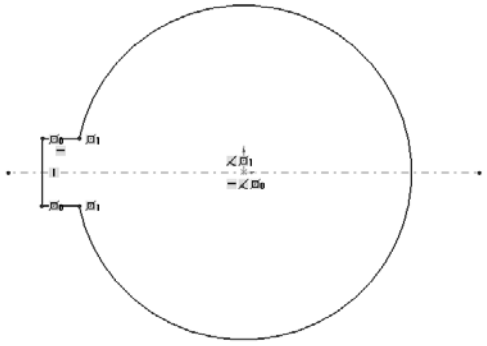

Figure 3-60 *The sketch after removing the unwanted portion*
d. Draw and edit the sketch using the **Mirror Entities** and **Trim Entities** tools, refer to Figure 3-60.
12. Choose the **Power trim** button. Press and hold the left mouse button and drag the cursor over the portion to be removed. Choose the **OK** button. The sketch after removing the unwanted portion is shown in Figure 3-60.